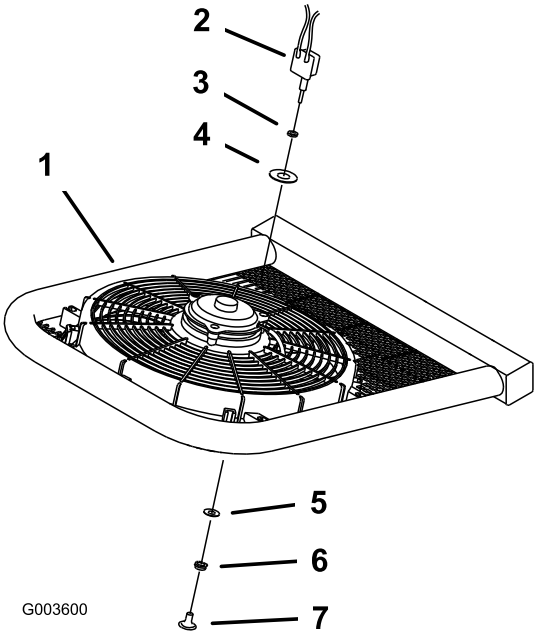

Figure 2
4. Remove the knob, flange nut and small washer from the switch (Figure 2).
5. Install the switch post into the screen and secure the switch with the small washer, flange nut, and knob (Figure 2).